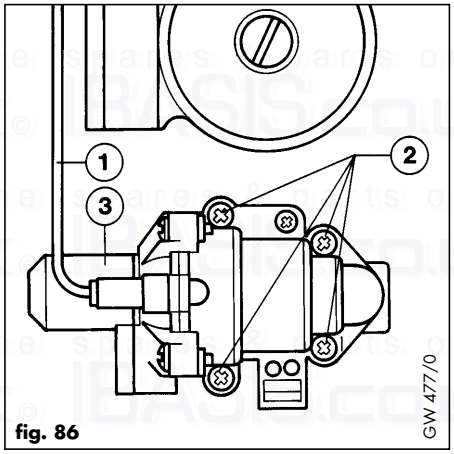

fig. 86
- Remove tube (1, fig. 86) by pulling to left.
- Remove four screws (2, fig. 86)
- Remove diverter valve operating solenoid cover (3, fig. 86) and disconnect solenoid wires.